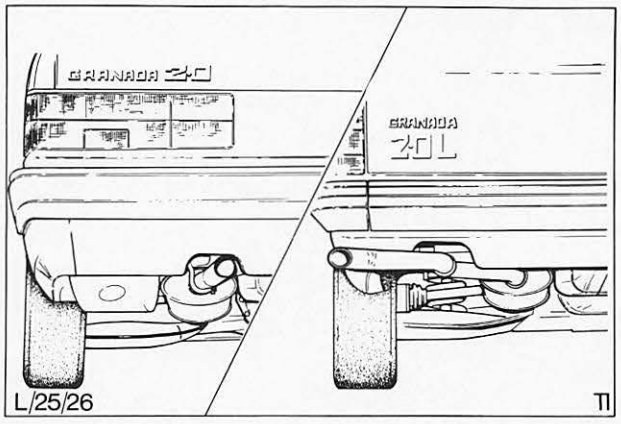

Abb. 23 A = vorschriftsmäßige Lage des Endrohrs beim Pkw
6. Hintere Auspuffanlage ausrichten, Abb. 23. Darauf achten, daß die Gummi-Stegschlaufe nicht verspannt ist und daß der Mindestabstand von 20 mm zwischen Anlage und Bodengruppe bzw. Hinterachse eingehalten wird.